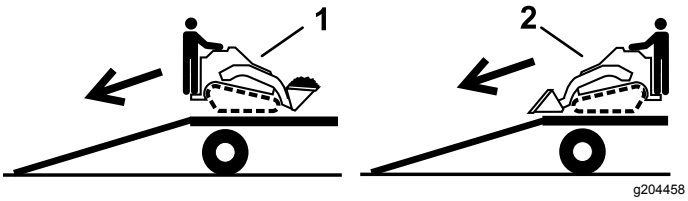

Figuur 37
2. Rij de machine van de aanhanger met de zwaarste kant naar de bovenste zijde van de oprijplaat gericht, en zorg dat de lading onderaan zit (Figuur 37).